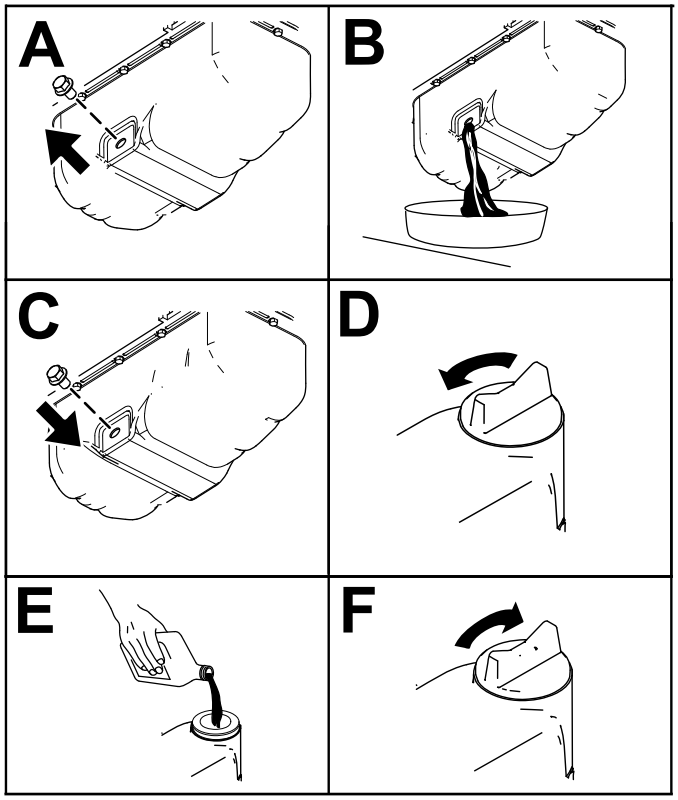

Рисунок 50
3. Замените масло в двигателе, как показано на Рисунок 50.